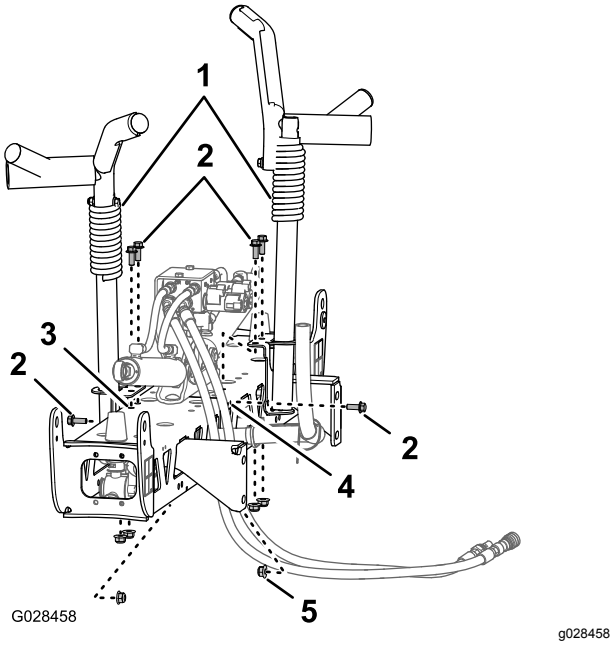
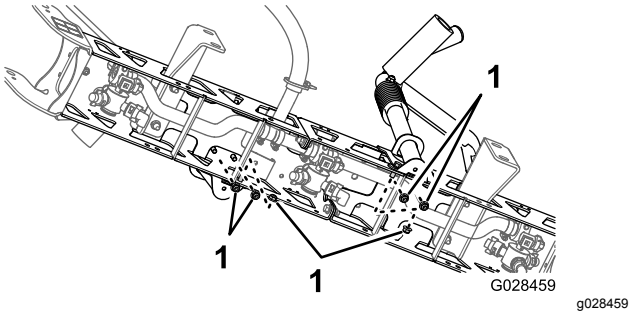

Figur 37
Figur 38
2. Ret bommens transportholdere ind efter midterbomsektionen (Figur 37).
3. Monter holderne på bomsektionen (Figur 38 og Figur 37) med 6 bolte (⅜" x 1") og 6 flangelåsemøtrikker (⅜").